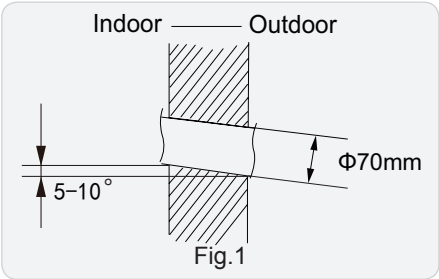

Fig.1
(1) Choose the position of piping hole according to the direction of outlet pipe.
(2) Open a piping hole with the diameter of Φ70 on the selected outlet pipe position. In order to drain smoothly, slant the piping hole on the wall slightly downward to the outdoor side with the gradient of 5-10°. (As show in Fig.1)